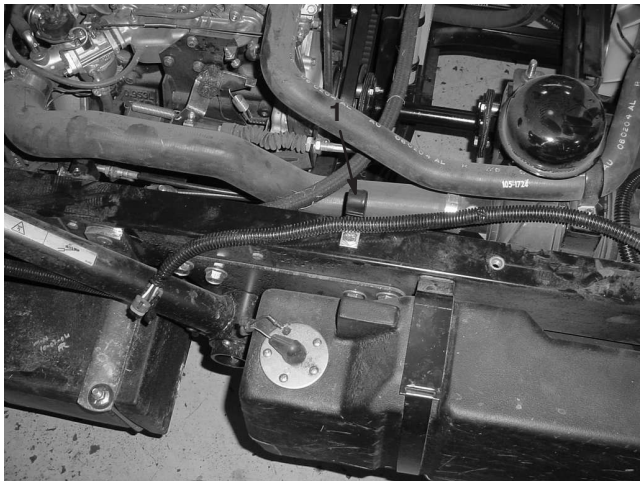

Figure 21
8. Montez un clip en J sur le longeron du châssis du véhicule au moyen d'une vis de 3/8–16 x 3/4 pouce comme illustré à la Figure 21. Faites passer le faisceau dans le clip en J comme illustré à la Figure 21.